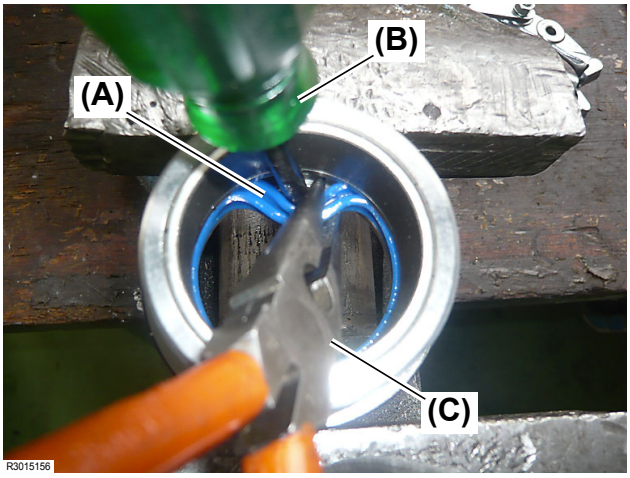

Fig. 11
8. Stick a flatblade screwdriver **(Fig. 11, (B))** etc. to the rod seal **(Fig. 11, (A))** and pull out the rod seal **(Fig. 11, (A))** with a pair of needle-nose pliers **(Fig. 11, (C))** etc.